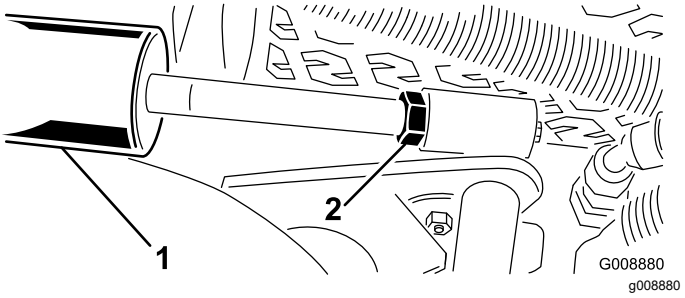

Figur 15
A. Senk klippeenhetene og skru tilbake låsemutteren på sylinderen (Figur 15).